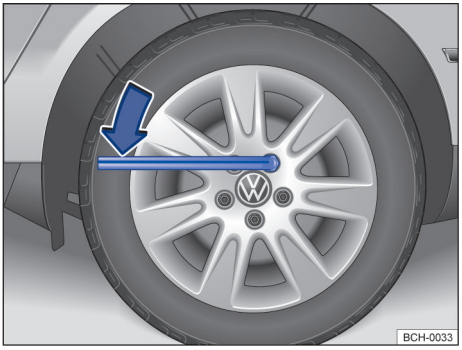

Fig. 190 Troca de roda: soltar os parafusos da roda.
– Encaixar a chave de roda no parafuso da roda até o batente → Fig. 190.